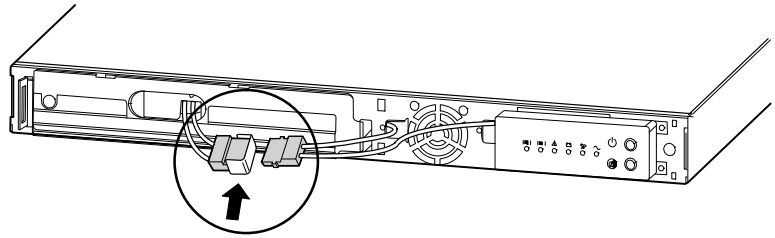

**Figure 3. Removing the Protective Label**
3. Remove the protective label from the internal battery connector (see Figure 3).